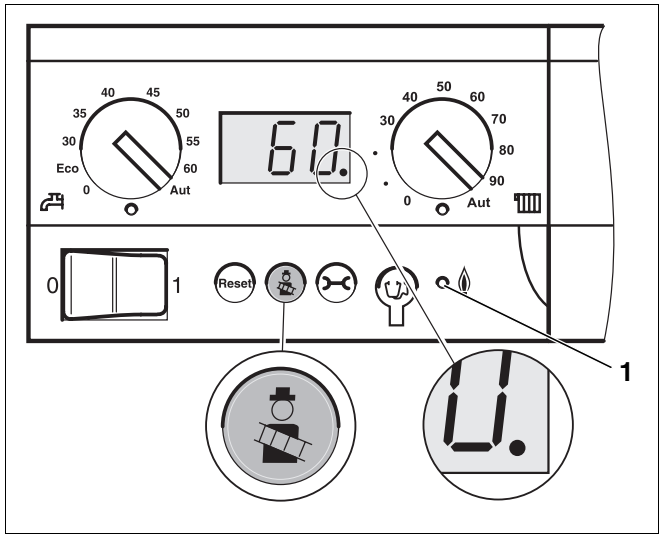

Rys. 31 Sterownik bazowy Logamatic BC10
- Wyłączyć instalację grzewczą przy pomocy włącznika głównego (rys. 31).
- Włączyć instalację grzewczą przy pomocy włącznika głównego (rys. 31).
- Uruchomić test spalin na sterowniku bazowym Logamatic BC10, naciskając przycisk "Test spalin" tak długo, aż na wyświetlaczu pojawi się kropka oznaczająca miejsca dziesiętne (rys. 31).
- Po zaświeceniu się diody LED "Palnik" (rys. 31, **poz. 1**) zmierzyć ciśnienie na przyłączu gazowym i odnotować wartość w protokole uruchomienia.
- Uruchomić test spalin na sterowniku bazowym Logamatic BC10, naciskając przycisk "Test spalin" tak długo, aż na wyświetlaczu pojawi się kropka oznaczająca miejsca dziesiętne (rys. 31, strona 45).